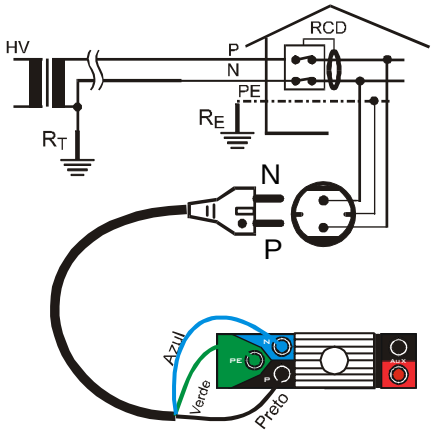
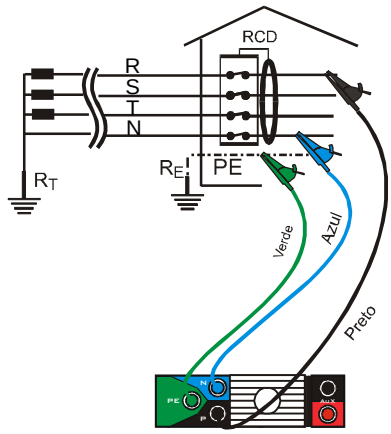
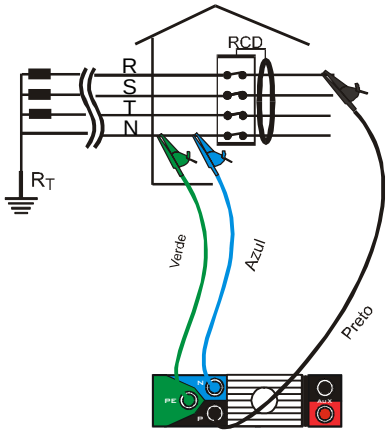
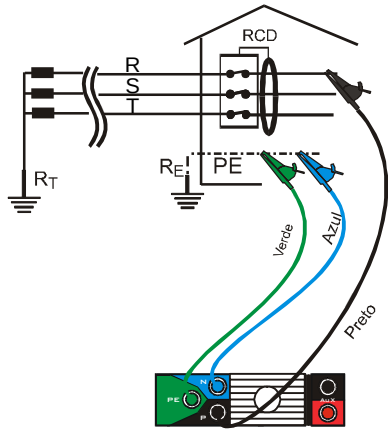

Fig. 12: Ligação do instrumento para verificar diferenciais monofásicos ou bifásicos 220V
Fig. 13: Ligação do instrumento para verificar diferenciais trifásicos 380V + N + PE
Fig. 14: Ligação do instrumento para verificar diferenciais trifásicos 380V + N (não PE)
Fig. 15: Ligação do instrumento para verificar diferenciais trifásicos 380V + PE (não N)
6. Mover o instrumento para a esquerda e inserir os três conectores Amarelo-Verde, Azul e Preto do cabo C2033 ou dos cabos do KIT5004F nos correspondentes terminais do instrumento (ver todas as ligações possíveis nas Fig. 12, Fig. 13, Fig. 14, Fig. 15). No caso de utilização do KIT 5004F inserir os crocodilos do conjunto COC3 nas extremidades livres dos cabos.
7. Inserir a ficha Shuko do cabo C2033 numa tomada 220V 50/60Hz ou os crocodilos nos terminais da protecção diferencial do sistema trifásico (ver Fig. 12, Fig. 13, Fig. 14, Fig. 15). Na ficha existe uma marca que indica qual é o terminal da referida ficha que se deve ligar ao condutor de fase.
A visualização do símbolo "" indica que a ficha ou os cabos foram inseridos ao contrário do indicado nas Fig. 12, Fig. 13, Fig. 14, Fig. 15. É, portanto, necessário desligá-los e rodar a ficha no caso do cabo C2033 ou inverter as ligações dos crocodilos Preto e Azul no caso de utilização do KIT5004F.